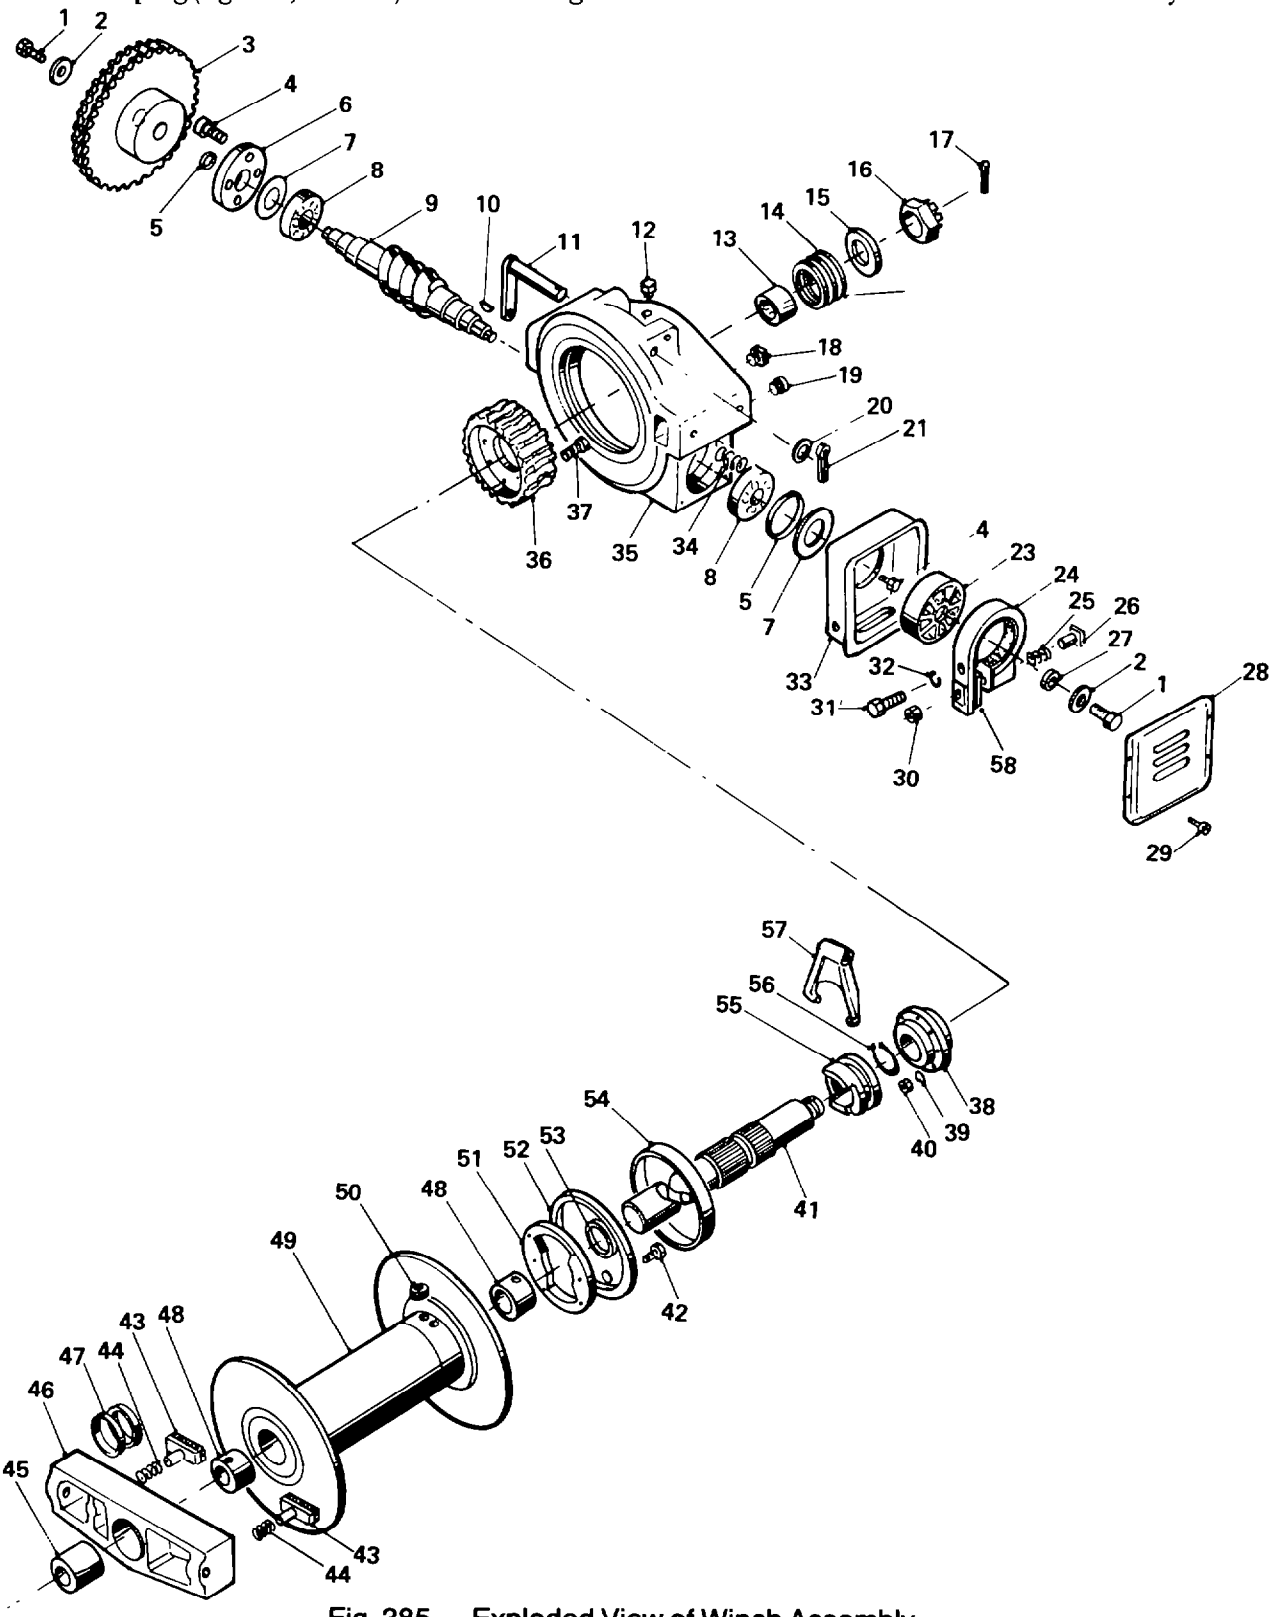

Fig. 385 — Exploded View of Winch Assembly
NOTE: Unless otherwise stated, all numbers in parentheses ( ) refer to illustration numbers in Figure 385.
a. Having removed the winch assembly (refer to EMEI VEH G 704 — Group 19), open the drain plug (fig. 385, item 19) on the winch gearbox and allow all oil to drain from the assembly.